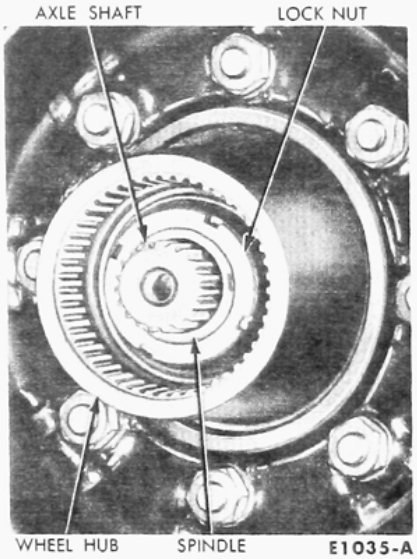

FIG. 8—Front Wheel Hub—4-Wheel Drive
3. Remove the lock nut, washer, and wheel bearing adjusting nut from the steering spindle. Remove the wheel, hub and drum as an assembly (Fig. 8). The wheel outer bearing will be forced off the spindle at the same time. Remove the wheel inner bearing cone.
3. Rotate the wheel in both directions and at the same time tighten the bearing adjusting nut to bring the bearing rollers into proper contact. After the bearings are firmly seated, back off the adjusting nut ⅛ turn (45°). Place the bearing adjusting lock washer on the spindle. Make sure the locking dowel on the adjusting nut enters the lock washer hole which most closely aligns with the dowel. Install the lock nut and torque to 40 ft-lbs (Fig. 8).